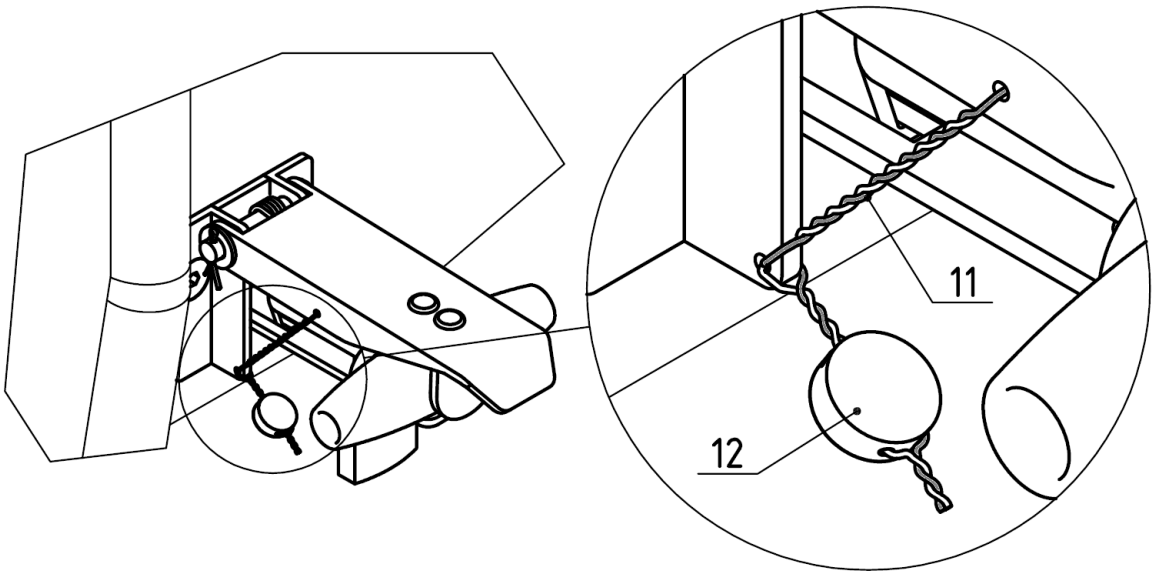

Figure 8
3.3. Close the protector [2] and lock it to the protector console [1] using a locking wire [11]. Apply the seal [12] at the end of locking wire (Figure 8).